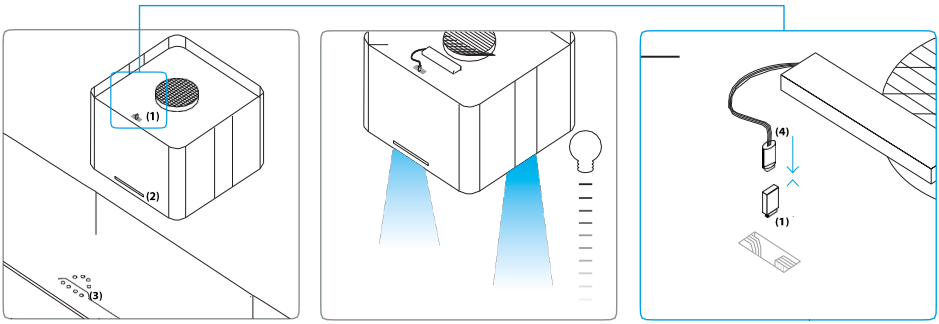

Fig. 1 Köksfläkt i standardutförande med stift (1) och styrpanel (2)
Fig. 1 **Cappa in versione standard con stick (1) e pannello di controllo (2)** La cappa può essere controllata tramite l'interruttore master sul piano cottura (3) o il pannello di controllo della cappa. La temperatura del colore è di 4.000 K.